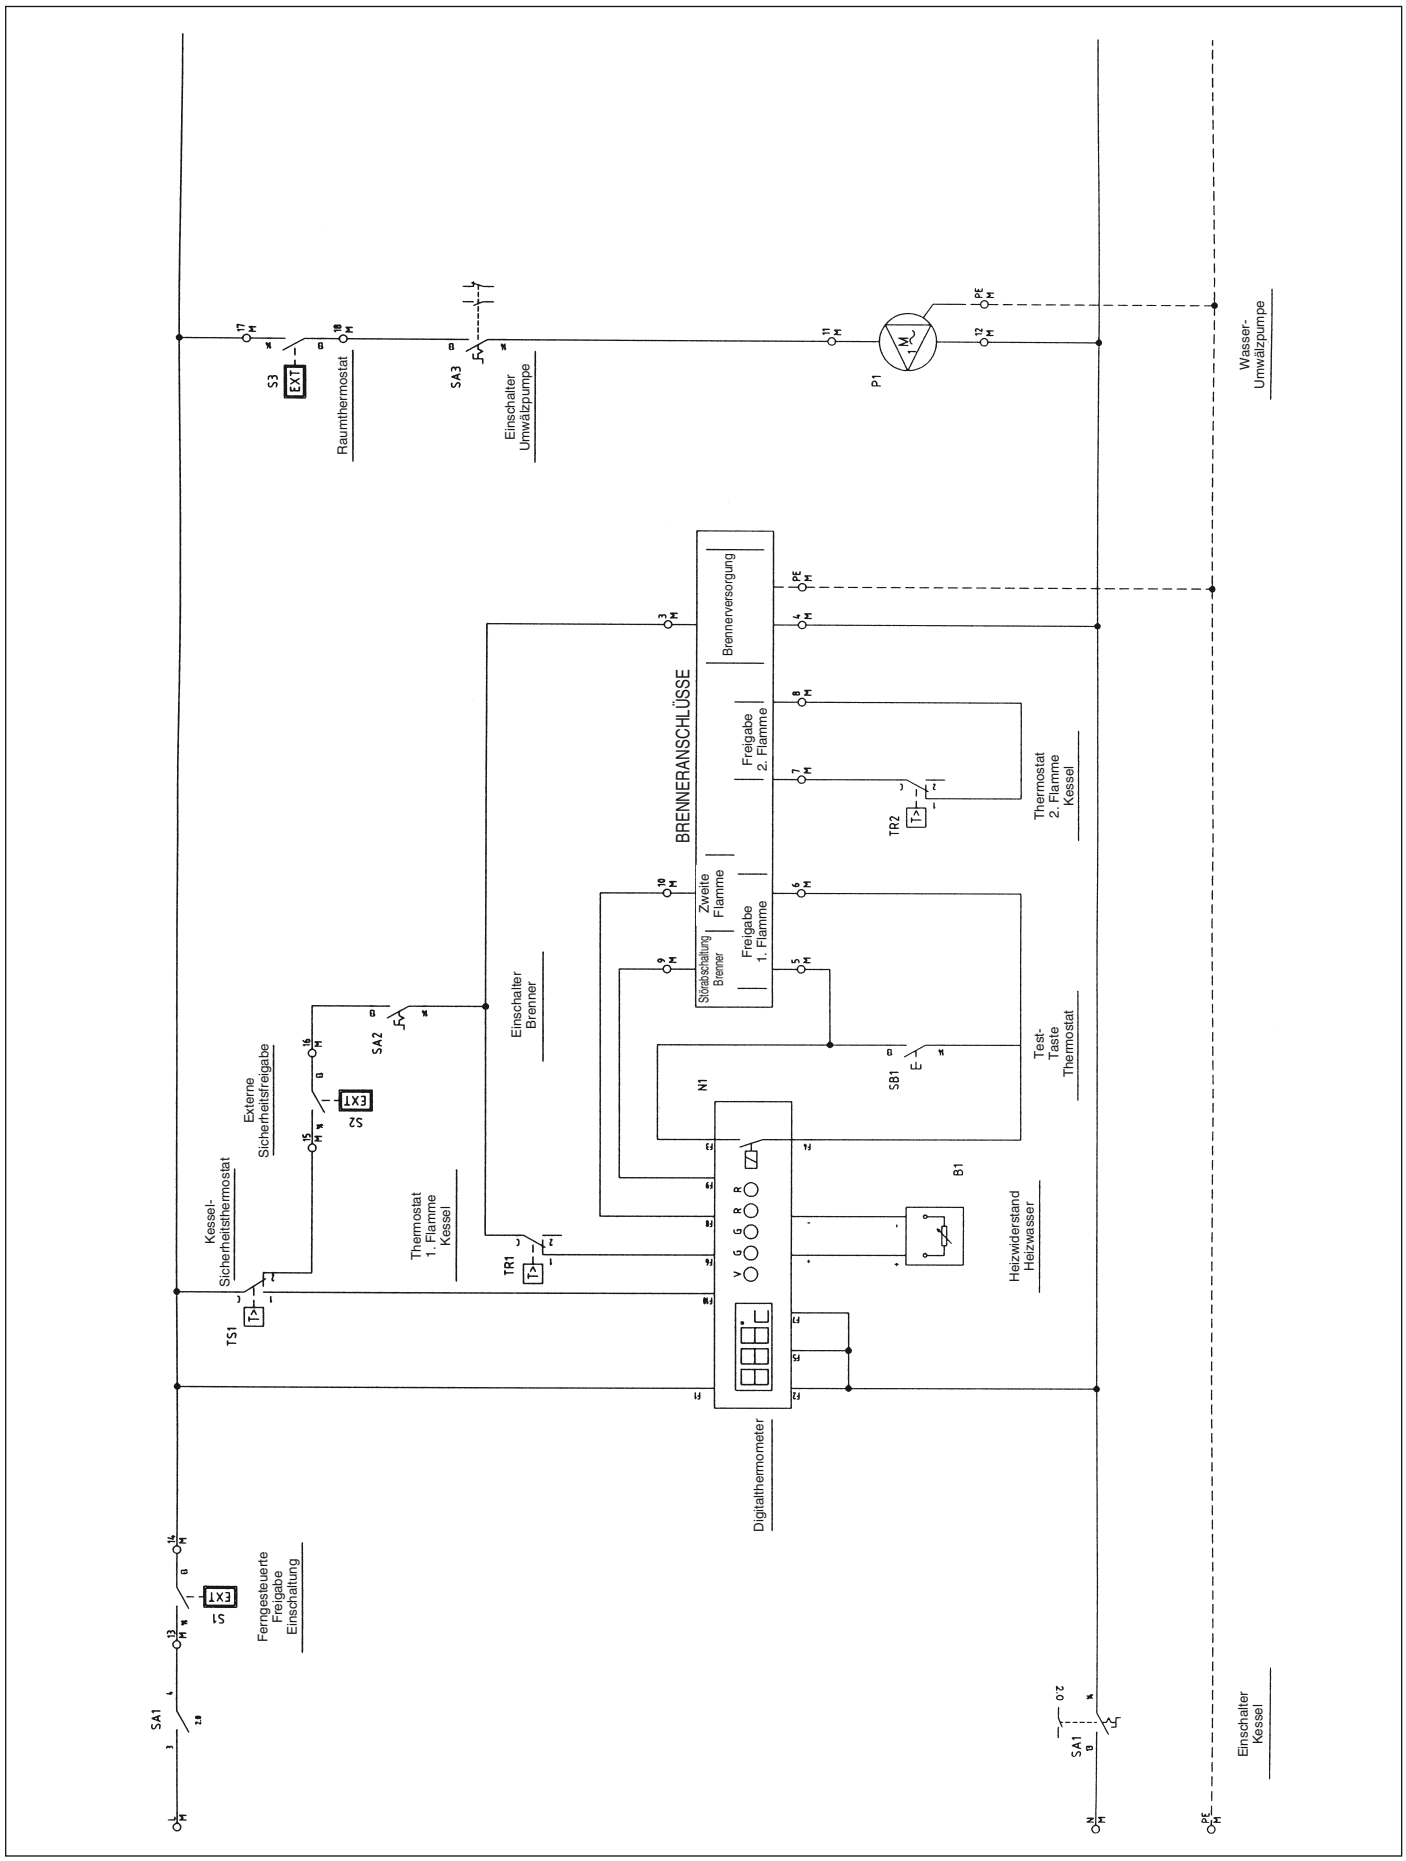

Abb. 17
6.4 Elektr. Schaltplan für Brenner und Einphasenpumpe (Abb. 17)